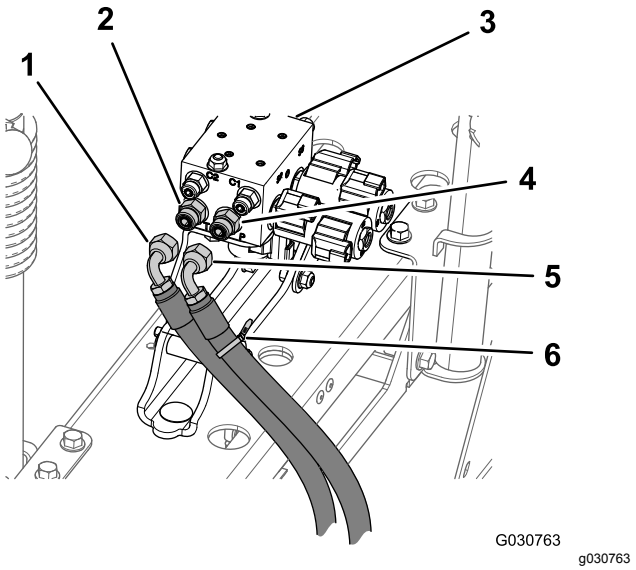

Figur 75
1. Ved port P på bomløftemanifolden, marker hydraulikktrykkslangen med et kabelfeste (Figur 75).
2. Koble hydraulikktrykk- og returslangene fra bomløftemanifolden (Figur 75).